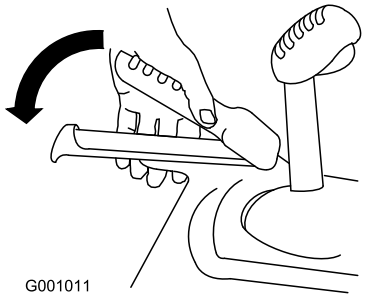

Figur 29
1. For å aktivere trekkdrivet, klem den venstre trekkfunksjonsspaken til håndtaket (Figur 29).